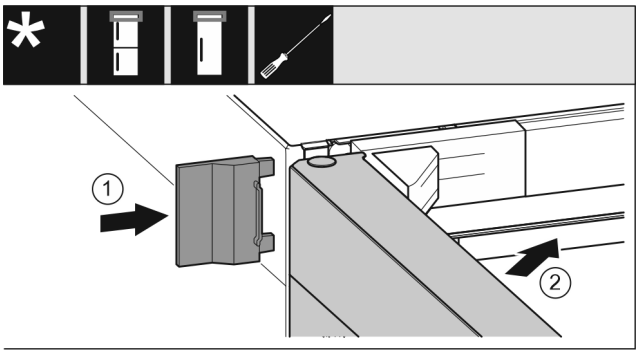

Fig. 27
- ▶ Montați capacul exterior *Fig. 27 (1)*.
- ▶ Închideți ușa superioară *Fig. 27 (2)*.